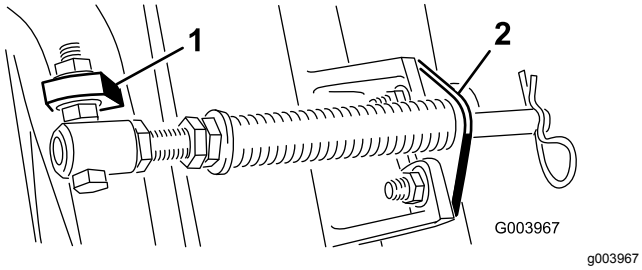

Figur 6
Obs: Placera bultens huvud mot flikens yttre sida såsom visas i Figur 6.
D. Montera stångbeslaget på klippenhetens flikar med hjälp av vagnsbultarna och muttrarna (Figur 6).